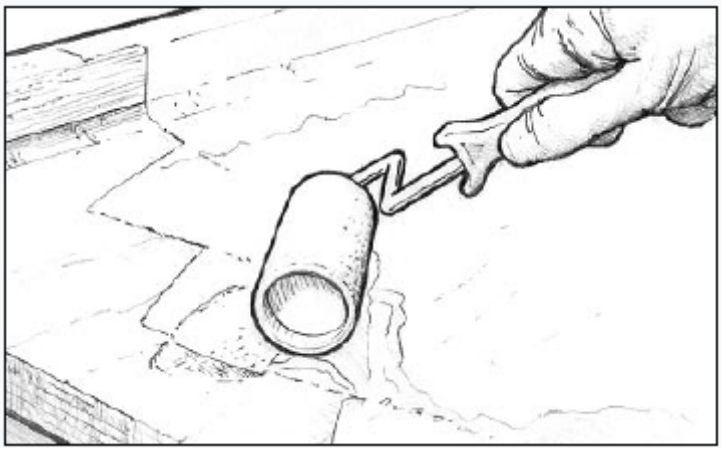

Рис. 21. Пропитайте пористые поверхности перед нанесением состава для выравнивания.
2. Пропитайте пористые поверхности смесью смолы/отвердителя *(рисунок 21)*.